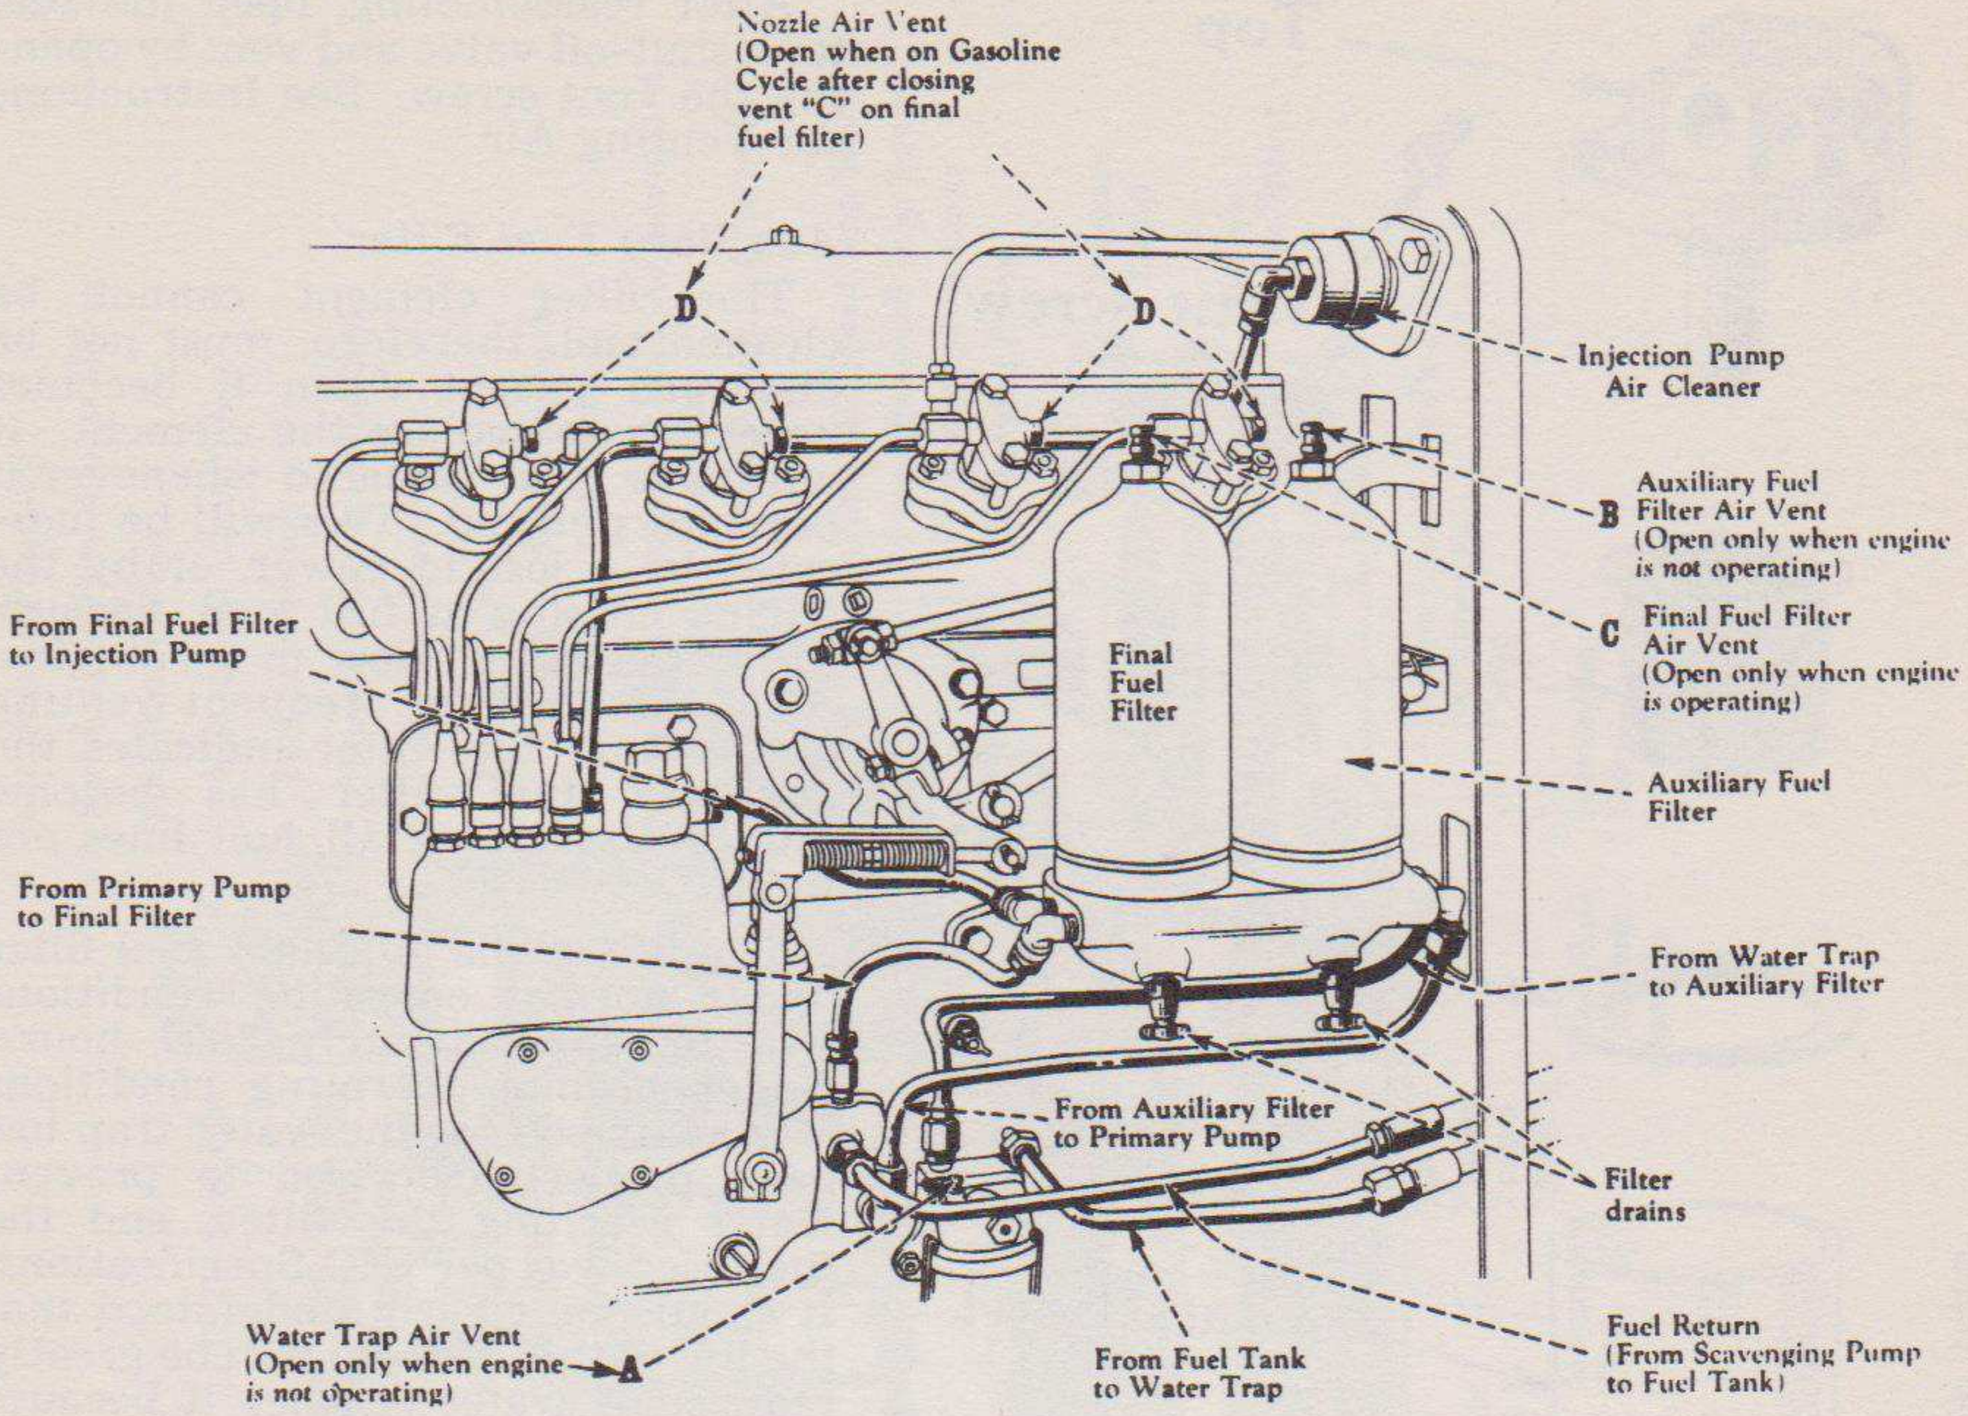

Fig. 6—Air vent at water trap, fuel filter, and injection nozzles.
All air must be vented from the water trap and auxiliary fuel filter before the engine is started by turning on the fuel supply and opening vent "A" in the water trap and vent "B" in auxiliary filter until the fuel flows free of air from these vents. (See Fig. 6).
13. Secure the fuel filter base used for the auxiliary and final fuel filters to the crankcase. Secure the auxiliary fuel filter case to the rear position on the base as indicated in Figure 6, with the cloth-type auxiliary fuel filter element (including plates and bottom gasket) all located on the fuel filter case stud. Attach the final fuel filter case to the forward position on the base with the paper disc, edge-type filter element located over the filter case stud.
14. Refer to Figure 6 and attach the fuel lines similar to that shown. The fuel line attaching to the inner fitting on the rear end of the filter base is connected to the top of the fuel oil water trap at its forward connection. The outer connection at the rear of the filter base is used by the pipe connected to the lower rear fitting on the primary pump of the injection pump. On the forward end of the filter base the inner fitting is for the fuel line running to the fuel inlet fitting on top of the pump proper. The outer fitting on the front of the base is used by the fuel line leading to the top of the primary pump. Refer also to the "Operation" heading in this section for an understanding of the path of fuel for this pump.